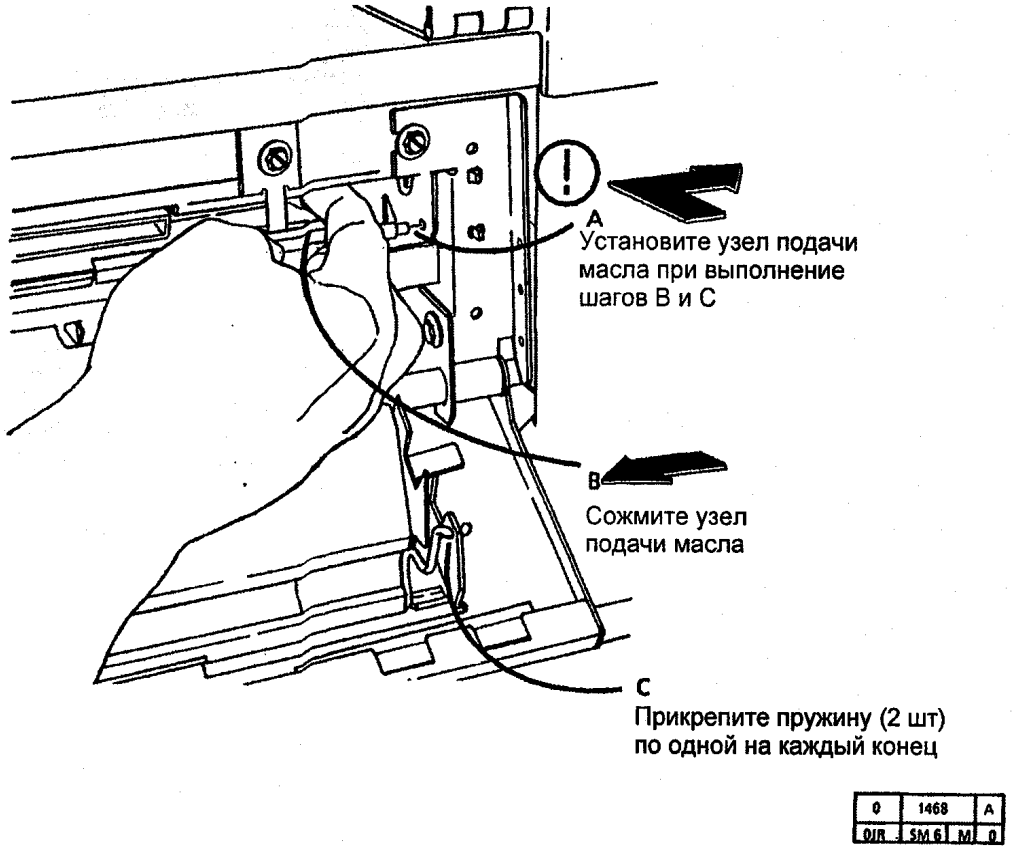

Рис. 3 Установка узла подачи масла
24. (РИС. 3): УСТАНОВИТЕ ПРАВУЮ СТОРОНУ УЗЛА ПОДАЧИ МАСЛА НА СВОЕ МЕСТО.